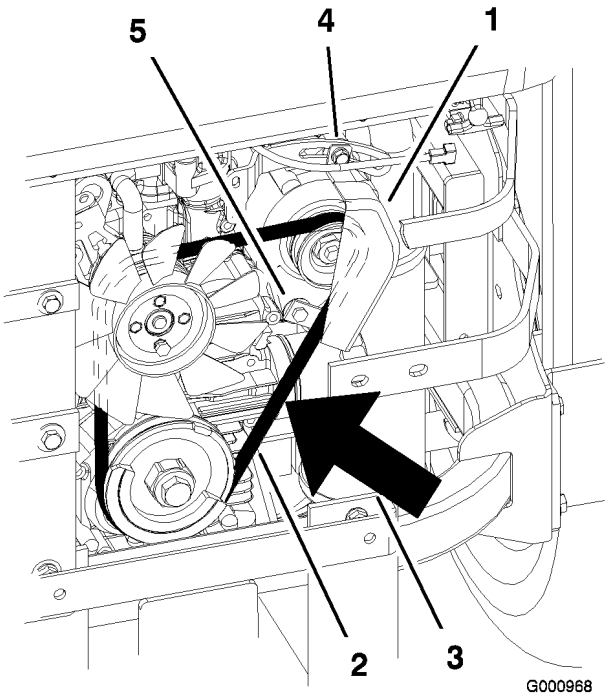

Figur 63
7. Løsn den nederste bolt, og fjern den øverste bolt, der holder generatoren og dækslet (Figur 63).
9. Før en ny rem rundt om remskiverne og generatoren (Figur 63).
14. Løsn den nederste bolt, og fjern den øverste bolt, der holder generatoren og dækslet (Figur 63).
2. Juster generatoren til ydersiden, indtil der er 7-9 mm afbøjning i remmen mellem motoren og generatorens remskiver med en kraft på 10 kgf (Figur 63).
5. Hvis bøjningen er korrekt, skal den nederste og øverste bolt strammes (Figur 63).